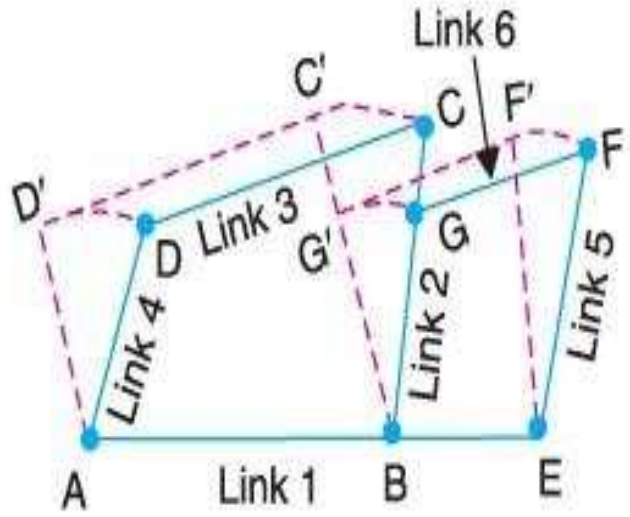

Fig. 5.9. Arrangement of six links.
4. Consider an arrangement of six links, as shown in Fig. 5.9. This chain is formed by adding two more links in such a way that these two links form a pair with the existing links as well as form themselves a pair. In this case
Since the arrangement of six links, as shown in Fig. 5.9, satisfies the equations (*i.e.* left hand side is equal to right hand side), therefore it is a kinematic chain.